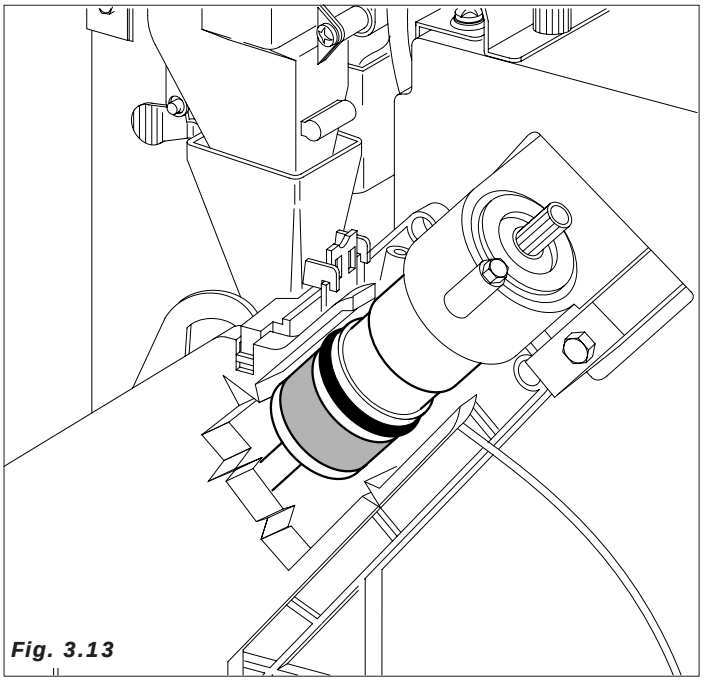

Fig. 3.13
– Se activa el motorreductor del grupo de café hasta llegar a la posición de erogación, lo que provoca el prensado de la pastilla *(Fig.3.13)*.